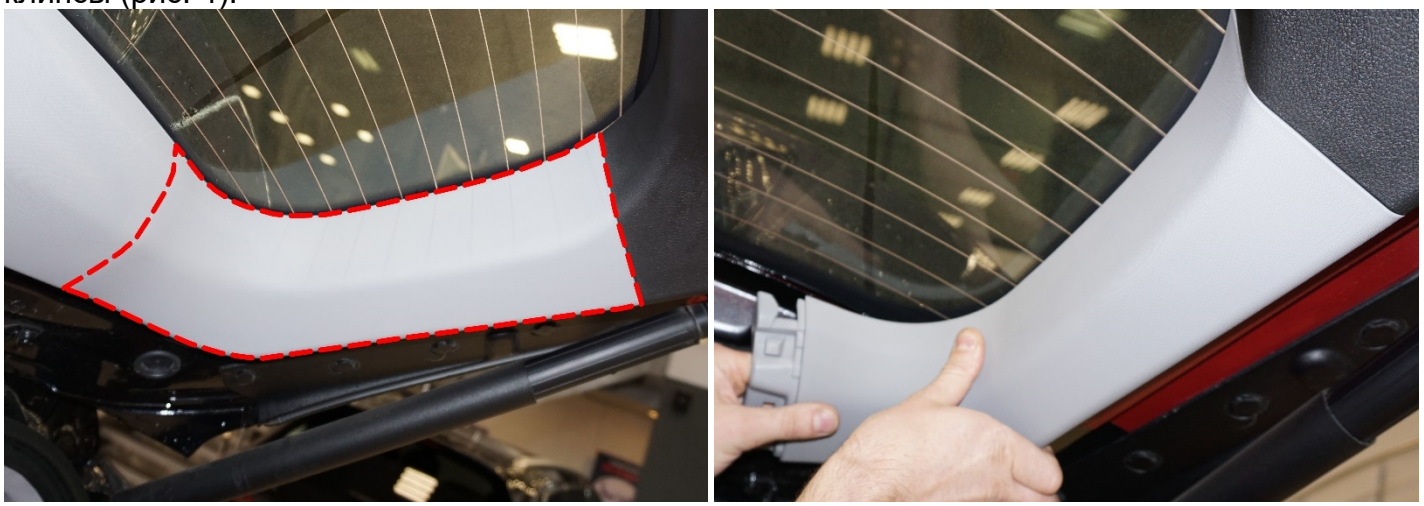

Рисунок 4 – Правая боковая накладка двери
2. Снять правую боковую накладку двери багажного отделения → потянуть на себя, отщелкнув клипсы (рис. 4).